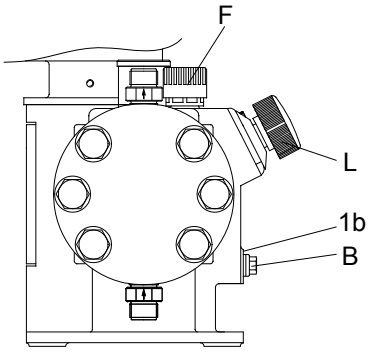

Рис. 37 Слив трансмиссионного масла
3. Снимите дозирующую головку (2).
- Удалите мембрану и вставьте новую (Q) выступающим гофром к дозирующей головке. См. рис. 37.